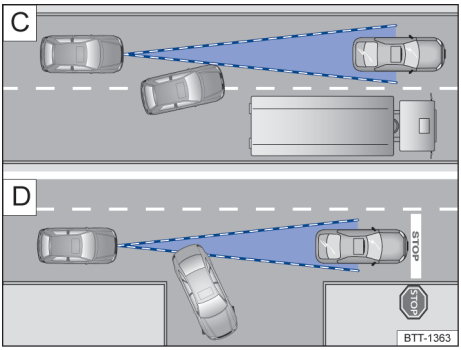

Fig. 97 C Mudança de faixa. D Veículo virando ou parado.
Por exemplo, se um veículo detectado pelo ACC virar ou mudar de faixa, e se houver um veículo parado à frente deste veículo, o ACC não reagirá ao veículo parado → Fig. 97 D.
– Veículos que mudam para a faixa onde você se encontra com pouca distância do veículo → Fig. 97 C.